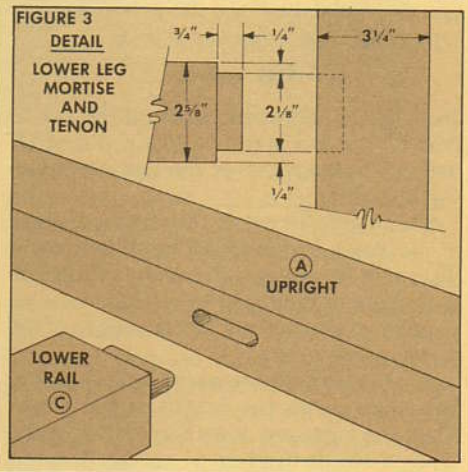

FIGURE 4
Next, grooves are routed on the inside edge of the top and middle rails. These grooves are for the panel support rails (D), see Fig. 4.
The groove on the middle rail is cut with the same set-up on the router table, but this time, the groove doesn't have to be stopped, see Fig. 4.
To complete the top rail (B), cut a 45° miter on both ends, see Fig. 4. Then before as-